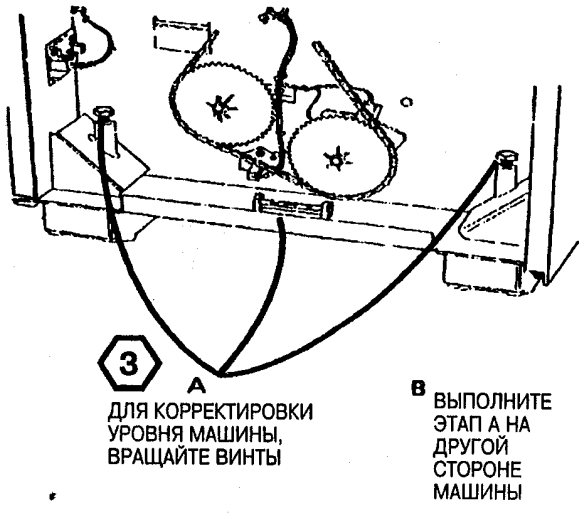

Рис. 3. Отрегулируйте уровень от передней до тыльной части машины.
2. (Рис. 3): Отрегулируйте уровень от передней до тыльной части машины.